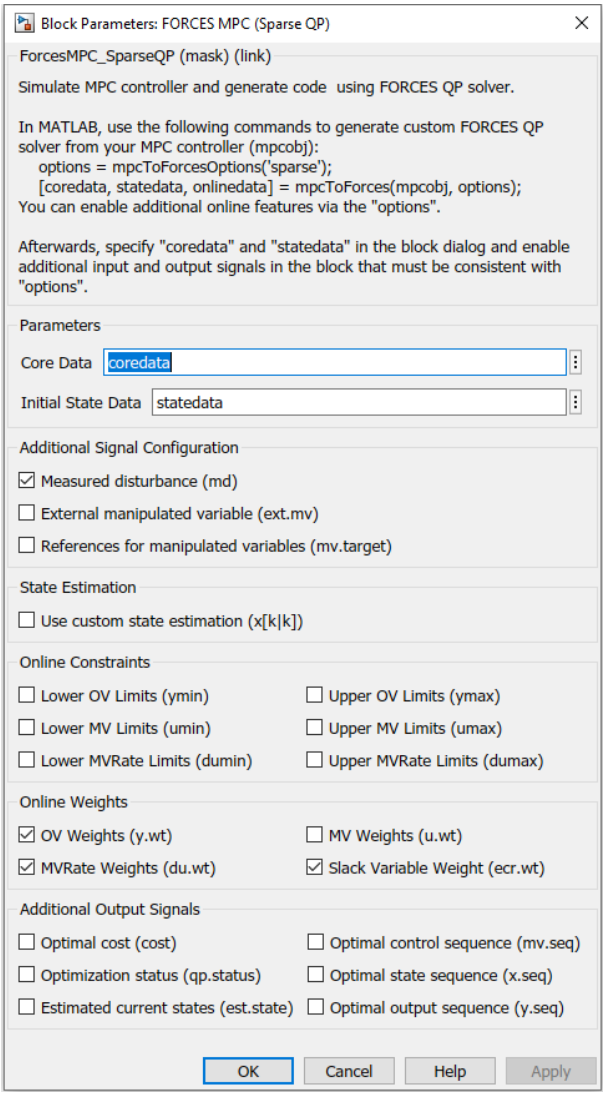
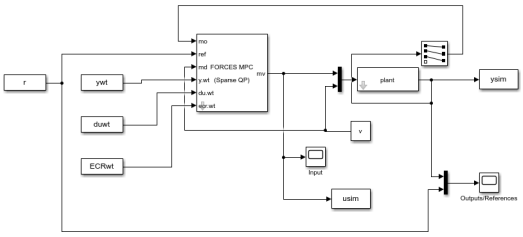

Figure 4.4: FORCES MPC block configuration
Figure 4.5: FORCES PRO MPC block integration in a Simulink model
The FORCES PRO sparse solvers can be used inside Simulink to deploy to dSpace MicroAutoBox II. All features of the MATLAB plugin are available through this Simulink block, namely measured disturbances, external manipulated variables, references for manipulated variables, custom state estimation as well as online weights and constraints. Configuring the block is done via the user interface shown in Figure 4.4 below.
2) Note that the option *ForcesTargetPlatform* needs to be specified. The structures *coredata* and *statedate* needed by the FORCES PRO solver are then provided to the Simulink block via the window shown in Figure 4.4. The integration of the FORCES PRO MPC block in a Simulink model is shown in Figure 4.5 below.